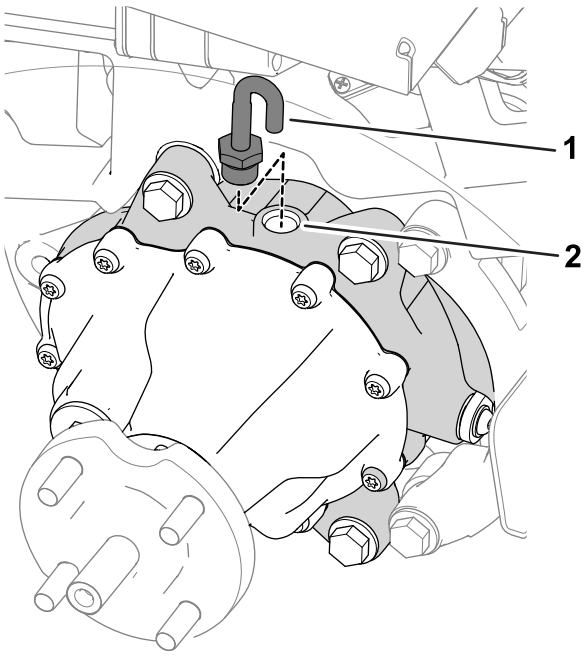

Figur 9
1. Ta bort luftningsslangen och nippeln från växellådans ovansida (Figur 9).
3. Montera luftningsslangen och kopplingen i påfyllningsöppningen (Figur 9).